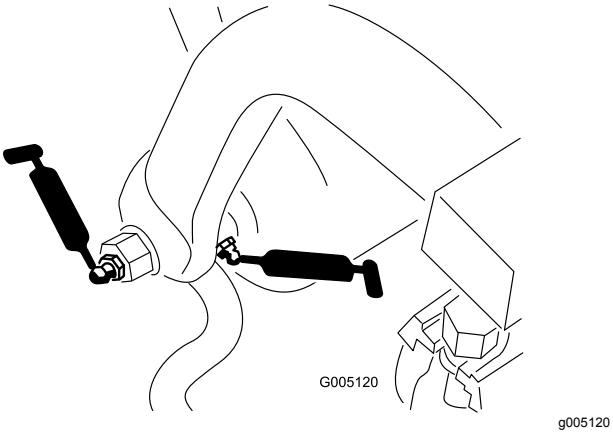

Figuur 39
- As en rol van trekframe (12) (Figuur 39)